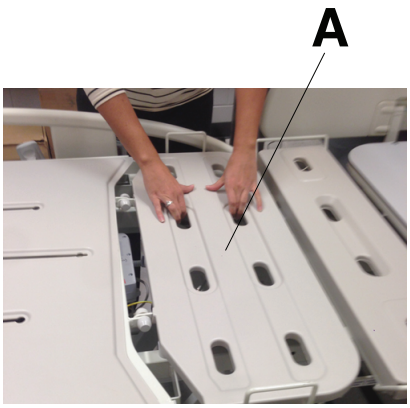

Abbildung 3 – Entfernen der Abdeckung der oberen Beinstütze
1. Die Abdeckung der oberen Beinstütze (A) entfernen (Abbildung 3).